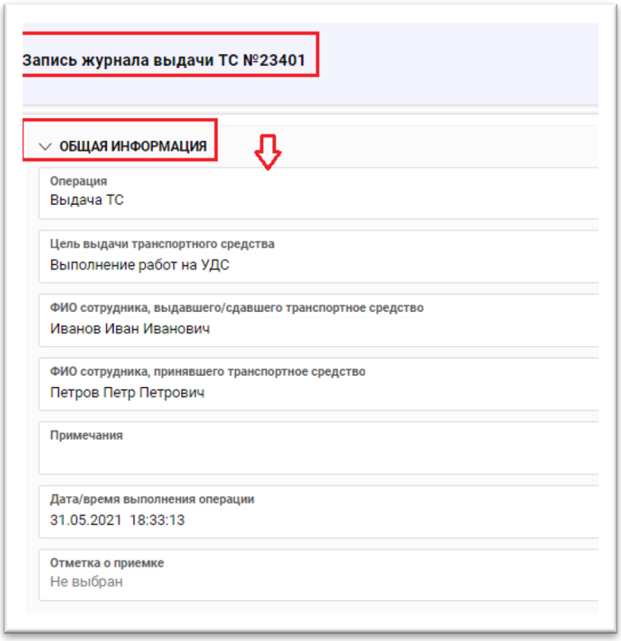

Рисунок 50 - Запись журнала выдачи ТС, «Общая информация»
7.2. Создана запись в журнале выдачи ТС, присвоен номер. В подпункте «Общая информация» заполнена информация о выдаче транспортного средства, водителе, дате выдаче (Рис. 50).